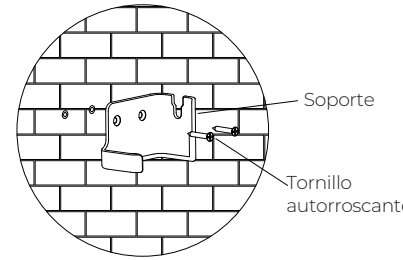

Figura 6.6.4
Paso 3: Fije el soporte de montaje en la pared y utilice el destornillador en cruz para fijar 2 tornillos autorroscantes en los tacos. Consulte la Figura 6-6-4.